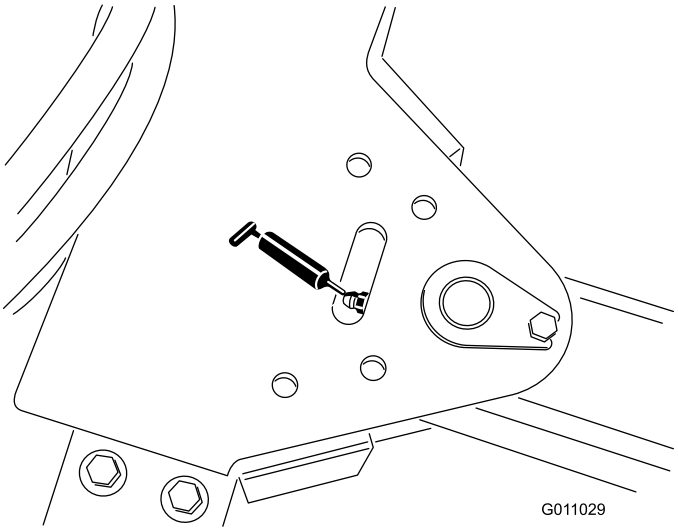

Figur 36
- Dragstångens vridfäste (1) (Figur 36).